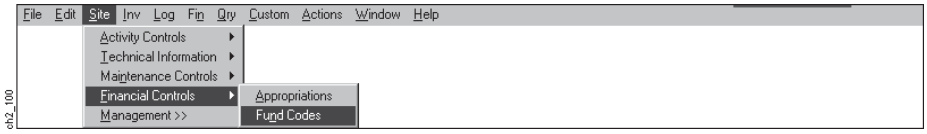

Figure 2-121
(3) Step 3. On the Financial Controls Submenu above (Figure 2-121), select the Fund Codes Option.